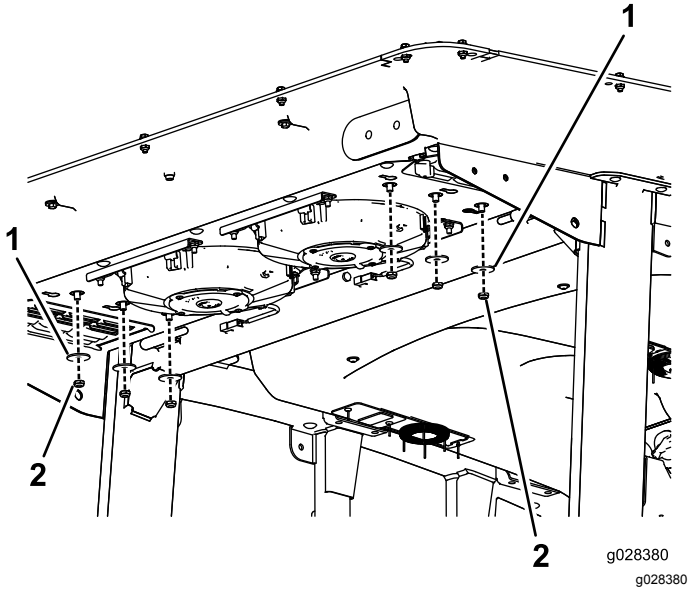

Figur 114
2. Ta bort de sex muttrarna och brickorna i hyttens bakre nedre del (Figur 114).